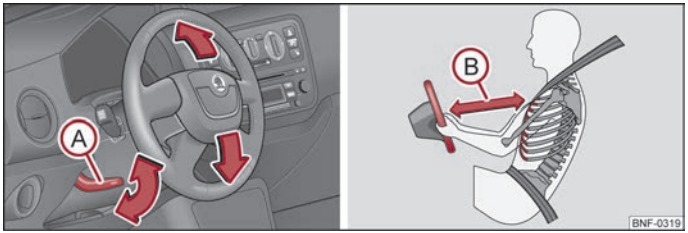

Fig. 57 Setting the steering wheel position/safe distance from the steering wheel
– Pull the lever Ⓐ below the steering wheel down ⇒ Fig. 57 ⇒ ⚠.
- **The driver must maintain a distance of at least 25 cm to the steering wheel ⇒ Fig. 57 Ⓑ. Not maintaining this minimum distance will mean that the airbag system will not be able to properly protect you - hazard!**